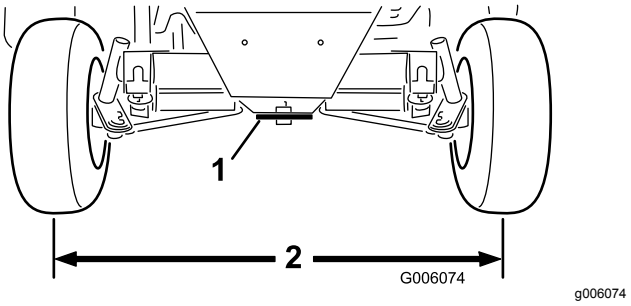

Figuur 65
2. Stel beide spoorstangen af totdat de afstand hart-op-hart aan de voorzijde en achterzijde van de achterwielen gelijk is (Figuur 65).